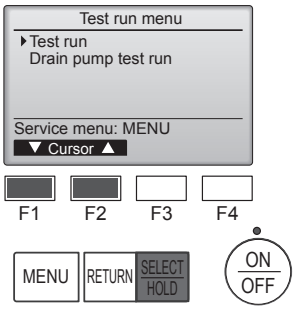

Fig. 7-2
② Seleccione “Test run” (Modo prueba) desde el menú Modo prueba, y pulse el botón [SELECT/HOLD]. (Fig. 7-2)
③ Se inicia la prueba, y se visualiza la pantalla Modo prueba.